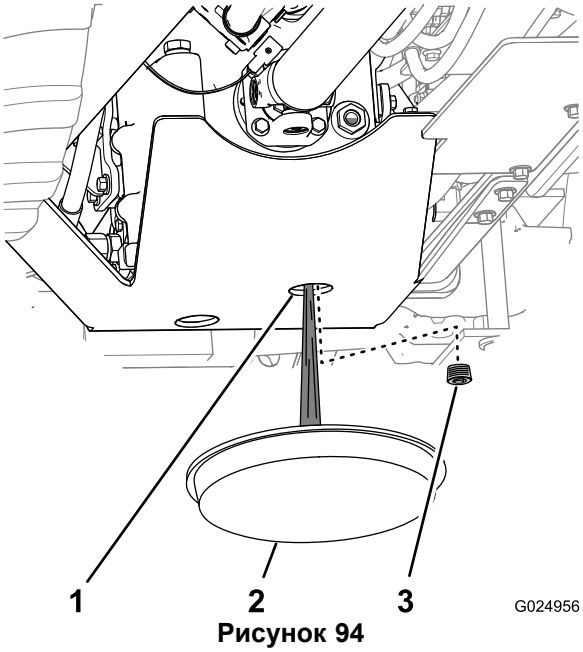

Рисунок 94
2. Подставьте сливной поддон под переднее отверстие щитка трансмиссии (Рисунок 94).
3. Через щиток трансмиссии очистите поверхность вокруг пробки для слива масла трансмиссии (Рисунок 94).